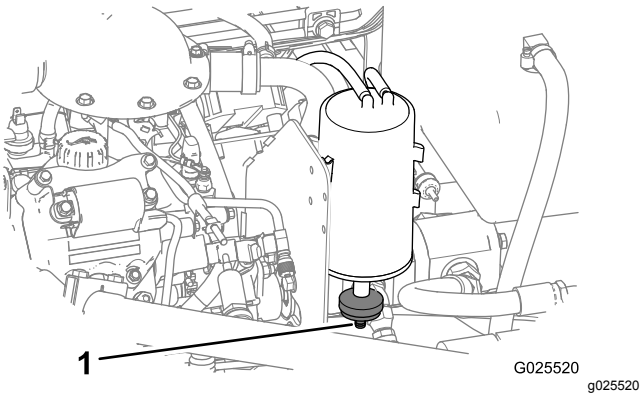

Figur 47
1. Find luftfilteret i bunden af beholderen med aktivt kul (Figur 47).